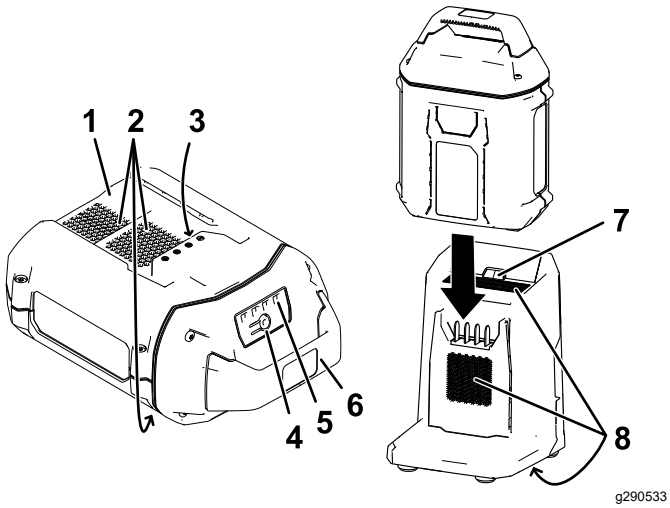

Figure 11
2. Alignez le creux de la batterie (Figure 11) sur la languette du chargeur.
3. Glissez la batterie dans le chargeur jusqu'à ce qu'elle soit complètement enclenchée (Figure 11).